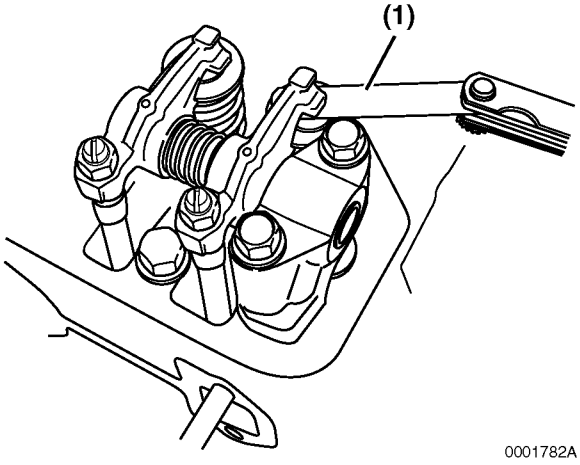

Figure 6-77
3. Insert a feeler gauge **(Figure 6-77, (1))** between the rocker arm and valve cap, and record the measured valve clearance. (Use the data for estimating the wear.)